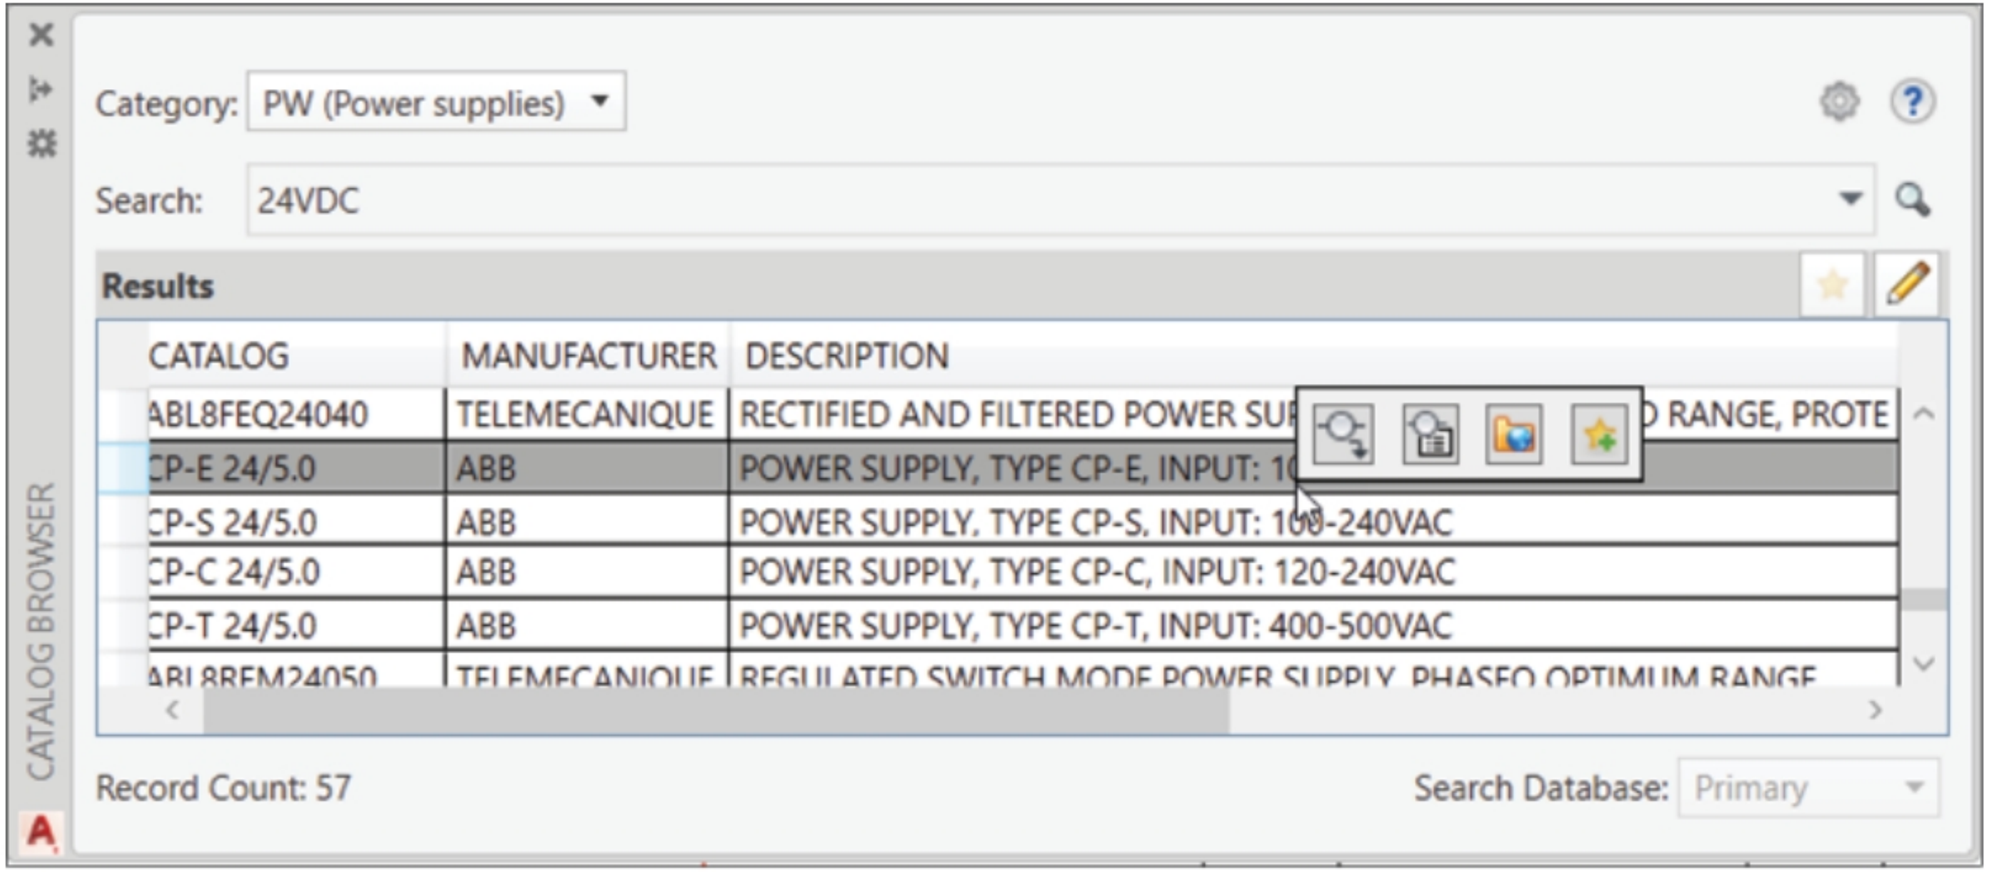

Figure-34. 24 V power supplies in Catalog Browser
- Select the CP-E 24/5 catalog from the catalog and click on the button for inserting symbol; refer to Figure-34. The **Insert Component** dialog box will be displayed.